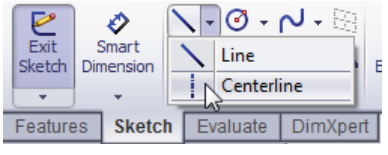

Figure 2-31 *Choosing the* ***Centerline*** *button from the* ***Line*** *flyout*
10. Choose the **Centerline** button from the **Line** flyout in the **Sketch CommandManager**, refer to Figure 2-31; the **Insert Line PropertyManager** is displayed.